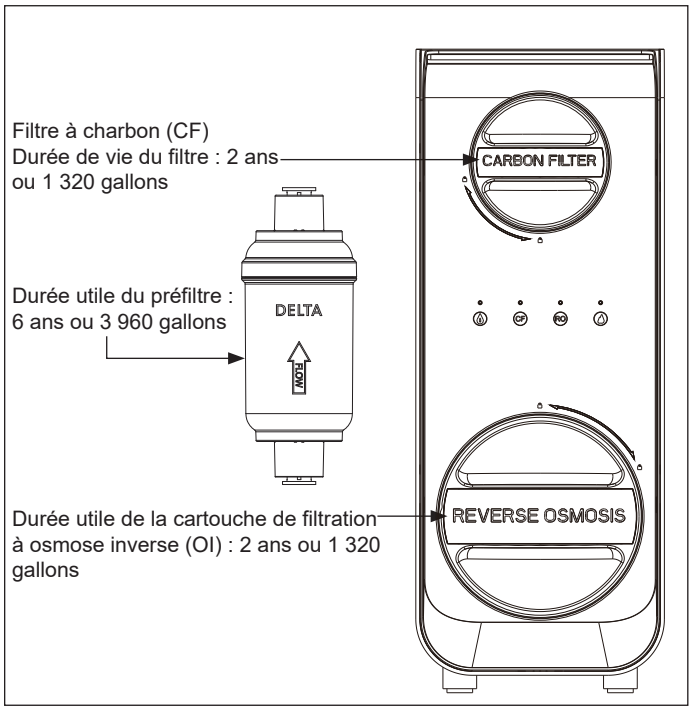

Figure 1
1. Fermez le robinet d'alimentation en eau froide (reportez-vous à la figure 1).